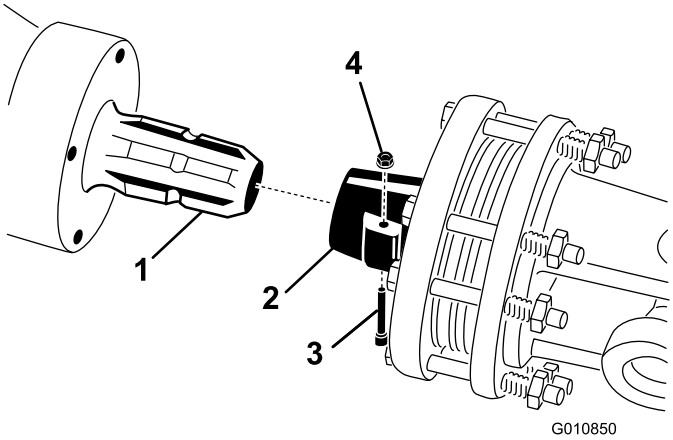

Figur 20
1. Ta bort sprinten och muttern från kraftuttagsaxeln (Figur 20).
2. Anslut kraftuttagsaxelns kopplingsände till luftarväxellådans ingångsaxel med sprinten och muttern som togs bort tidigare (Figur 20). Det går bara att sätta i sprinten på ett sätt.